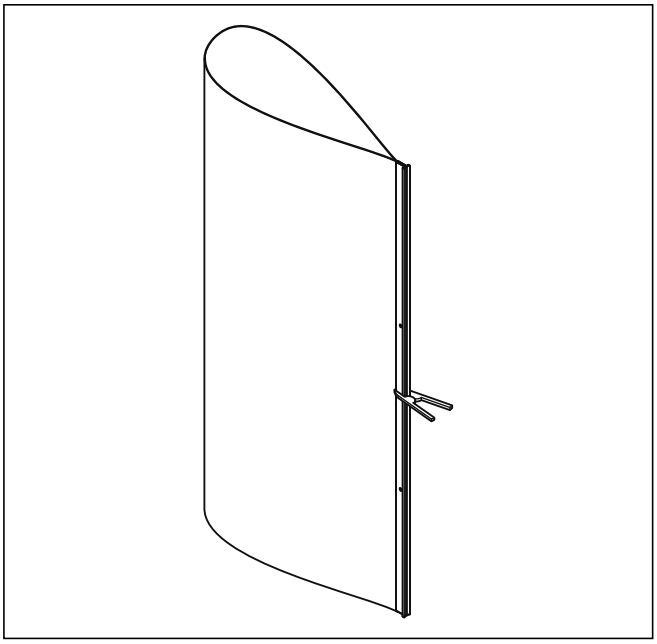

Fig. 4.9 Fixation de l'habillage à l'aide de la pince
- Tenez l'habillage au niveau de la barre métallique et tournez-le autour du ballon, de manière à tenir dans la main l'habillage en "forme de goutte à gauche" (**→ fig. 4.9**).